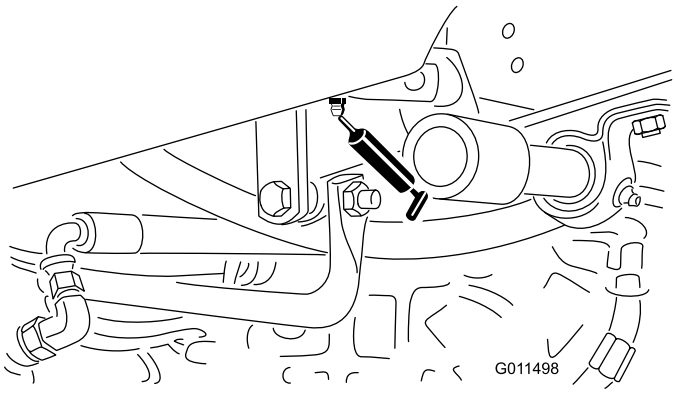

Figura 38
- Casquilho articulado do pedal de tracção (1) (Figura 38)